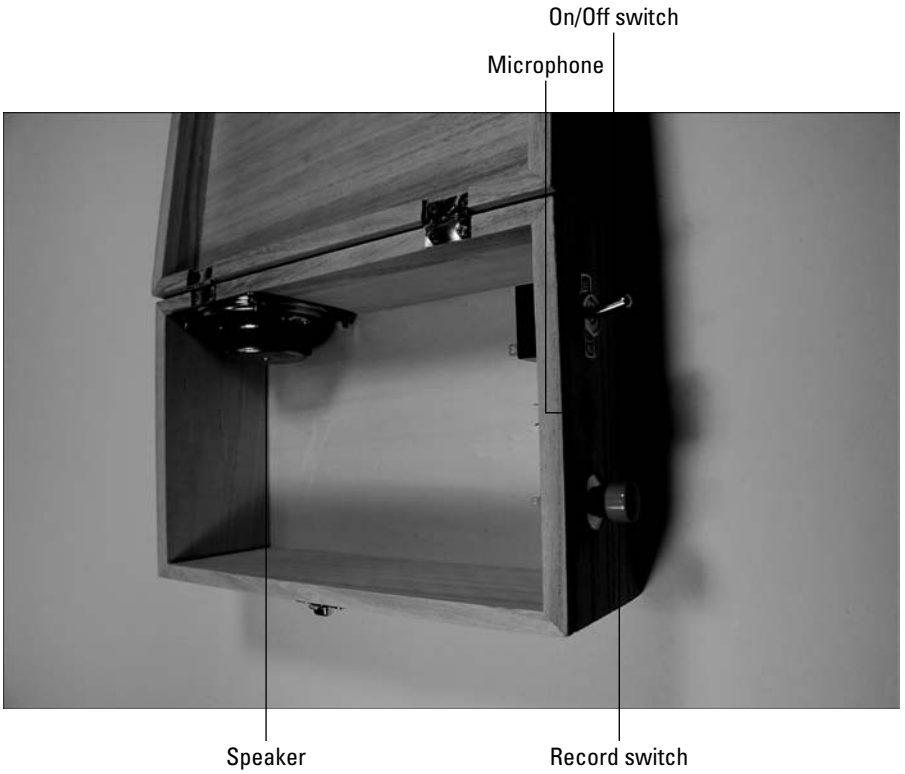

Figure 14-10: Attach the speaker, switches, and microphone to the box.
7. **Attach the speaker, switches, and microphone to the box, as shown in Figure 14-10.**